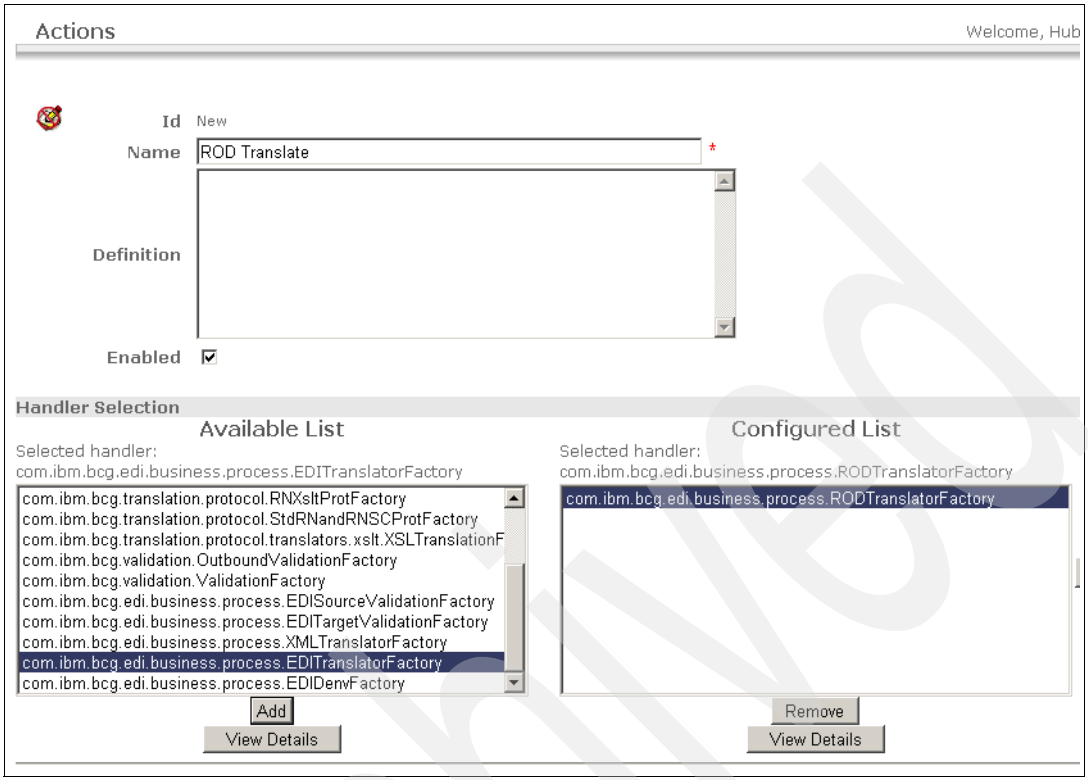

Figure 15-74 Action details window
4. In the Create Actions window shown in Figure 15-74 on page 530, type the name of the Action as `ROD Translate`, for example.
6. Select the handler, **com.ibm.bcg.edi.business.process.RODTranslatorFactory** from the list of available handlers, on the left window and click **Add**, to add it to the Configured List window on the right hand side, as shown in Figure 15-74 on page 530.